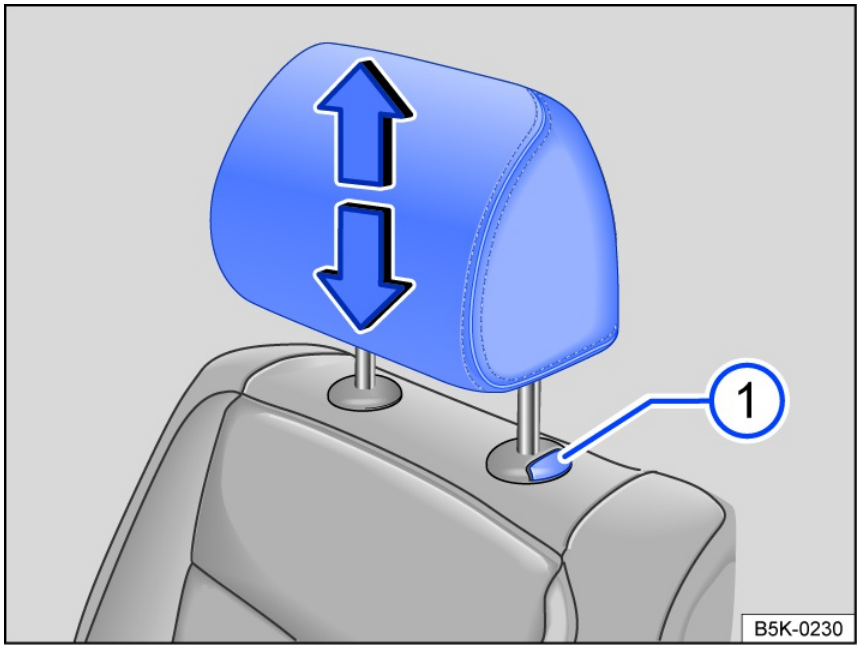
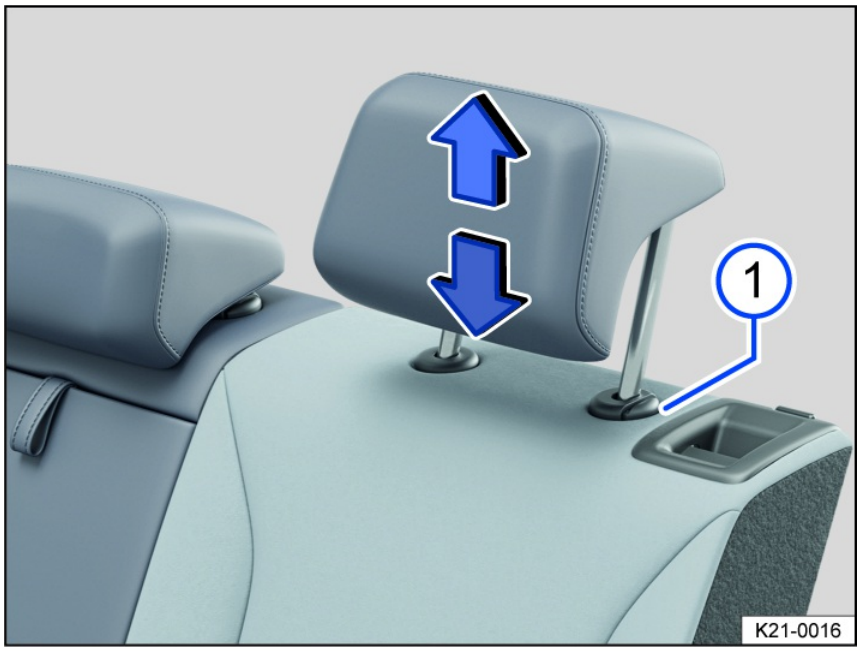

Fig. 66 Front head restraint: adjusting.
Fig. 67 Rear head restraint: adjusting (general example).
1. If necessary, slide the head restraint upward or downward in the direction of the arrow and when pressing the *fig. 66* or *fig. 67* button.